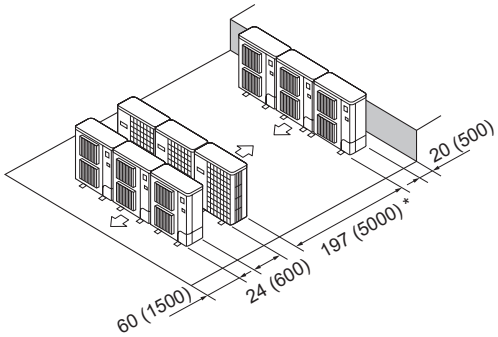

Fig. 2-17
⑥ Disposition pour plusieurs appareils parallèles (Fig. 2-17)